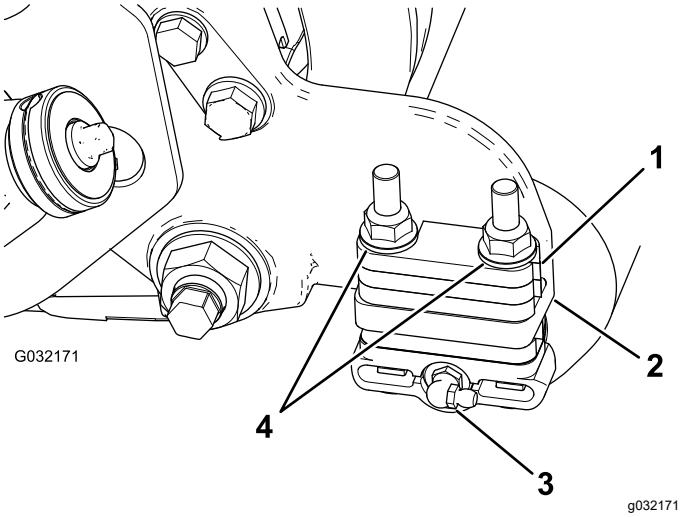

Figura 6
1. Rimuovete il raccordo d'ingrassaggio per il rullo dal lato dell'elemento di taglio provvisto di alloggiamento della spazzola per rullo (Figura 6).
3. Togliete i 2 dadi di bloccaggio flangiati che fissano ciascuna staffa del rullo alle piastre laterali, **oltre a tutti i distanziali da 6 mm situati sulla parte superiore della flangia di montaggio della piastra laterale** (Figura 6).